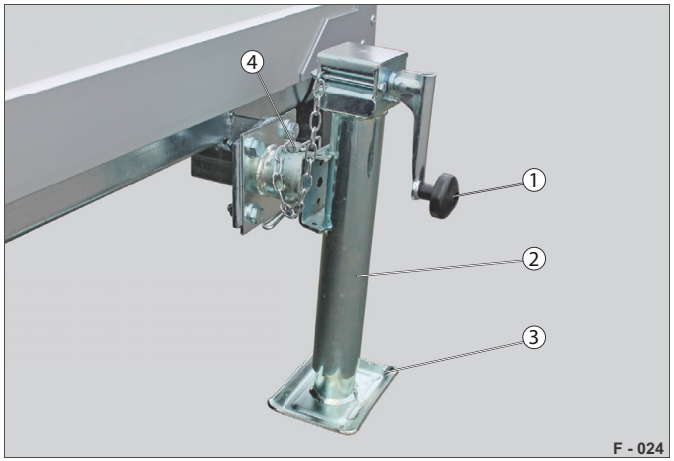

Abb. 35 Teleskopická kliková podpěra s klikou, podpěrná poloha
▶ Otočte podpěru (Abb. 35/2) dolů.